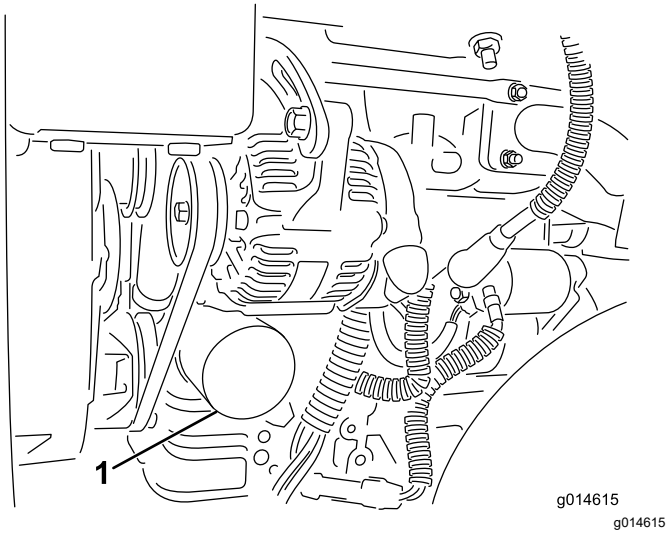

Figur 33
2. Avlägsna oljefiltret (Figur 33). Stryk på ett tunt lager ren olja på den nya filterpackningen.